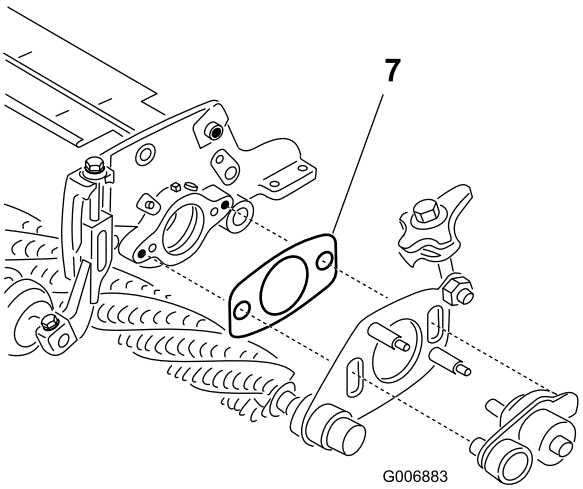

Figur 48
7. Sørg for at mellomlegget (Figur 48) mellom trimsatsdreieplaten på drivsiden og klippeenhetens sideplate ikke er i klem i svingnavet. Mellomlegget må kunne bevege seg fritt.